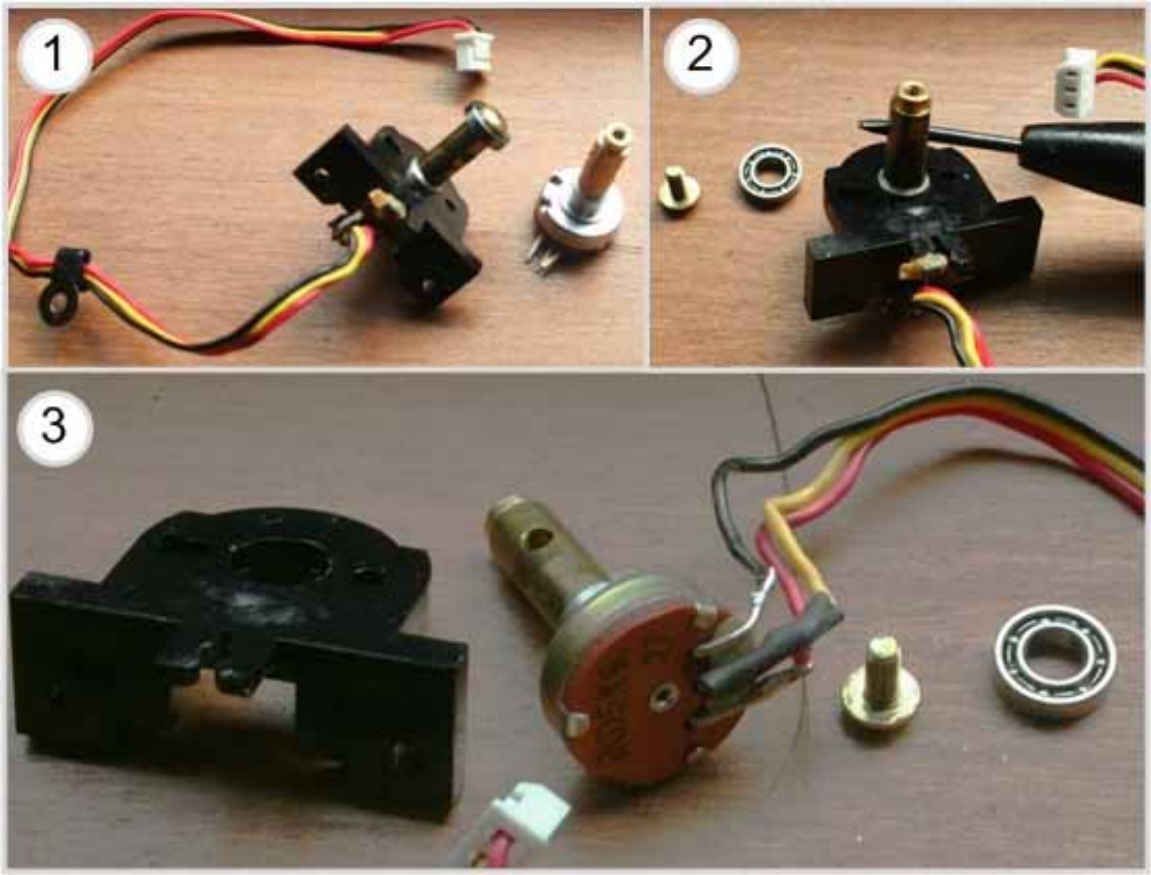

Figure 16 Unscrew the ball bearing from the horizontal axis POT
5. Unscrew the ball bearing at the end of the pot and remove the horizontal POT from the assembly (see Figure 16).